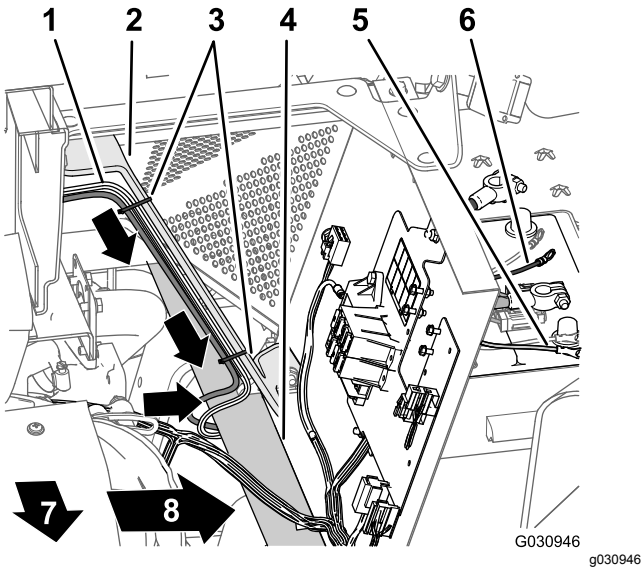

Figur 116
3. Før den 108 cm lange ledningssatsforgreningen ned langs den venstre støtten for motordekselet og under det venstre rammerøret (Figur 116).
4. Før 50 A-sikringen og de positive og negative ringterminalene til den 108 cm lange ledningssatsforgreningen til toppen av batteriet (Figur 116).